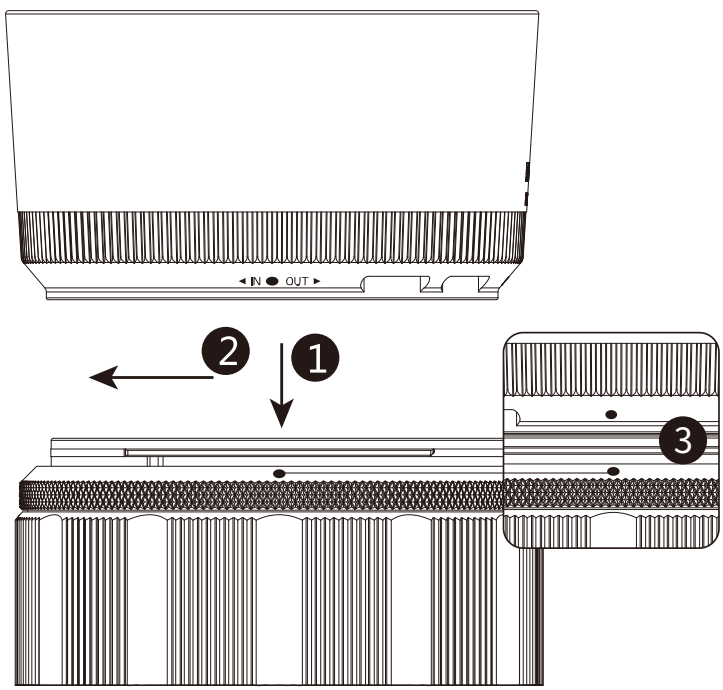

图4
2.按（◂IN）,指示方向转动遮光罩，直至遮光罩锁定标识(●)，对齐镜头遮光罩安装标识(●)，并发出咔哒一声，遮光罩固定。**(图4)**